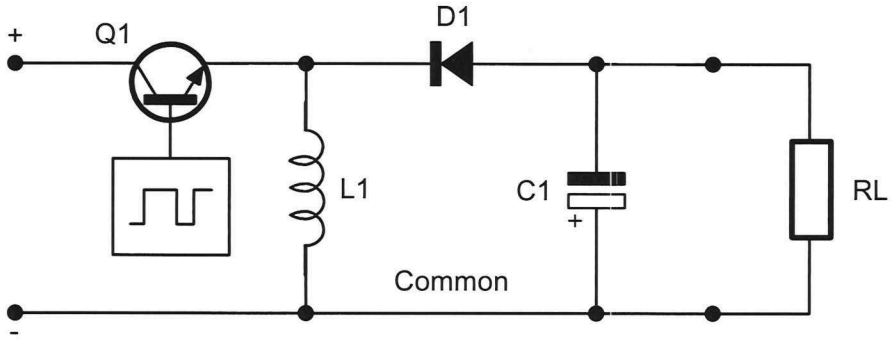

Figure 4
Questions 24 to 27 refer to the circuit in Figure 4 below
26. Show on Figure 4 the currents around the circuit when the switching transistor is turned on. Assume the circuit has been running for at least one complete cycle of the pulse train.
27. Use a different coloured pen to show on Figure 4 the currents around the circuit when the switching transistor is turned off.